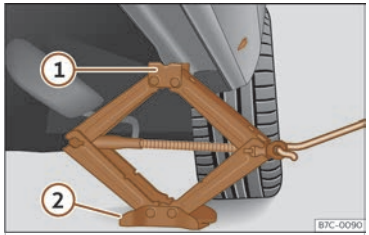

Fig. 206 Crossbar: mounting the jack on the vehicle.
- Turn the jack crank handle, located below the crossbar support point, to raise it until the tab ① >>> **Fig. 206** is below the housing that is provided.
- Align the jack so that the tab ① "grips" onto the housing provided on the cross member and the mobile base ② is resting on the ground. The base plate ② should fall vertically with respect to the support point ①.